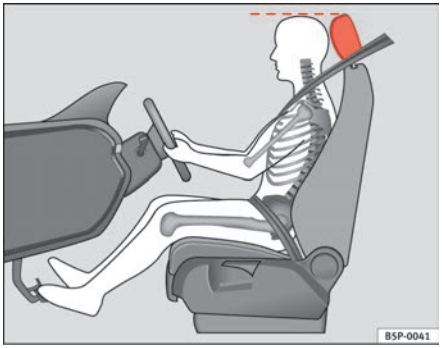

Fig. 2 Proper head restraint position for driver
– Adjust the head restraint so that its upper edge is at the same level as the top of your head, or as close as possible to the same level as the top of your head ⇒ fig. 2.